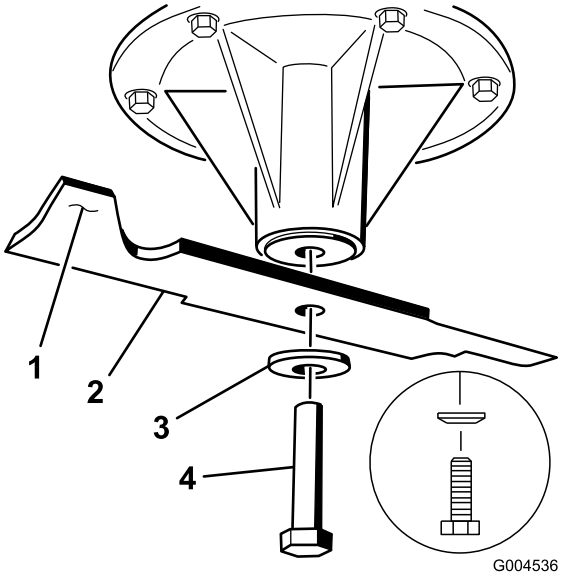

Figura 83
1. Instale la cuchilla en el eje (Figura 83).
2. Instale la arandela de muelle y el perno de la cuchilla. El cono de la arandela de muelle debe estar orientado hacia la cabeza del perno (Figura 83). Apriete el perno de la cuchilla a 115–149 Nm.